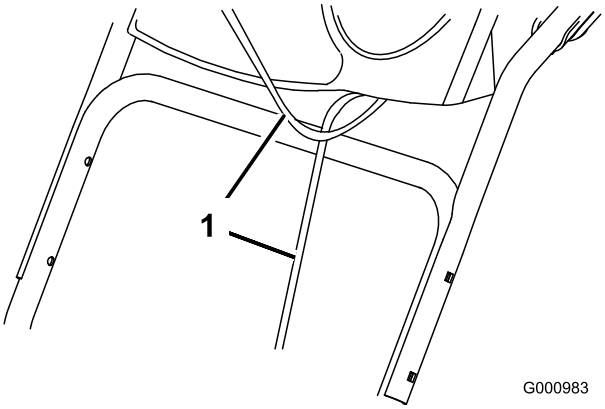

Rysunek 4
1. Unieś i obróć górny uchwyt, po czym umieść go na dolnym uchwycie (Rysunek 4).